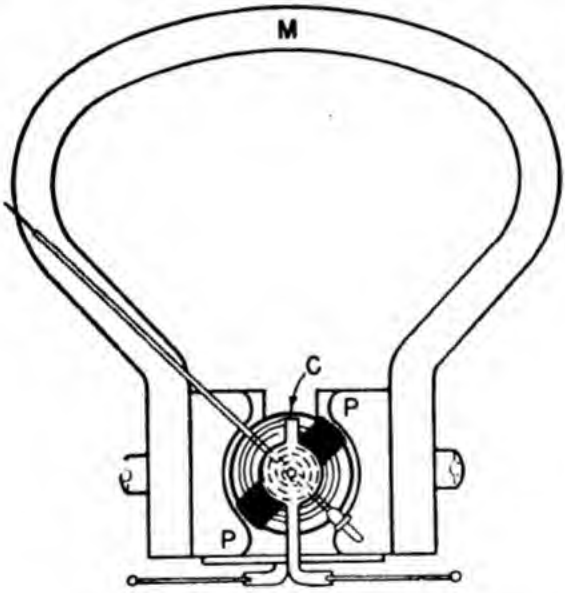

Figure 188.—D'Arsonval type meter.
*U*-shaped, permanent magnet mounted in a stationary frame. Notice, in figure 188, that the pole pieces of this magnet are circular. This shape insures an even distribution of flux from the permanent magnet. In the center of the space between the pole pieces is mounted an iron core—also stationary. This iron core is small so that a small movable coil can turn in the air space between the core and the permanent magnet.
The feeders for the movable coil are the two spiral springs shown in figure 188. They do two jobs—conduct the current to the coil and ACT AGAINST THE COIL'S TORQUE. Thus, the amount of turning produced is proportional to the combined effect of the torque AND the opposition of these springs. As the current increases, the torque becomes stronger and the amount of turn is greater. The indicator needle is carried across the scale as the coil turns.